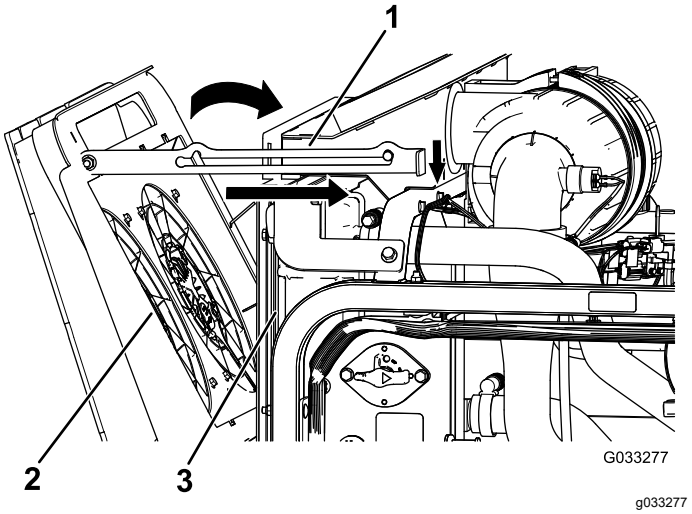

Figura 120
4. Gire hacia adelante los ventiladores de refrigeración del motor, y enganche la varilla de sujeción en la muesca (Figura 120).